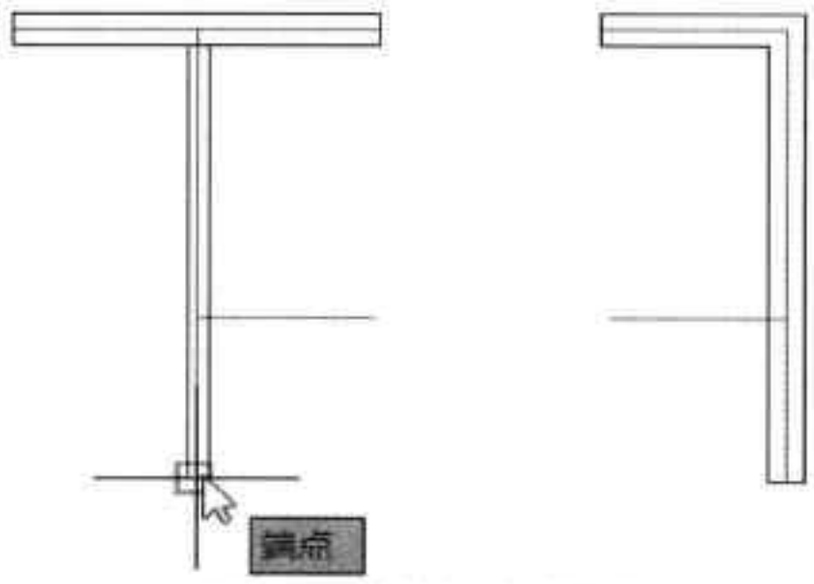

图5-75 绘制一条内墙线
Step08 再次执行“多线”命令，将多线比例设为 140，对正类型设为“无”，捕捉内墙线起点，绘制内墙线，如图 5-75 所示。